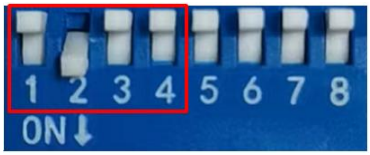

图 6.12 外部模拟量开环拨码开关设置
- 将拨码开关设置为 SW4=OFF（选择开环运行模式），SW1=OFF，SW2= ON，SW3= OFF（选择外部模拟量控制方式），如**图 6.12**。